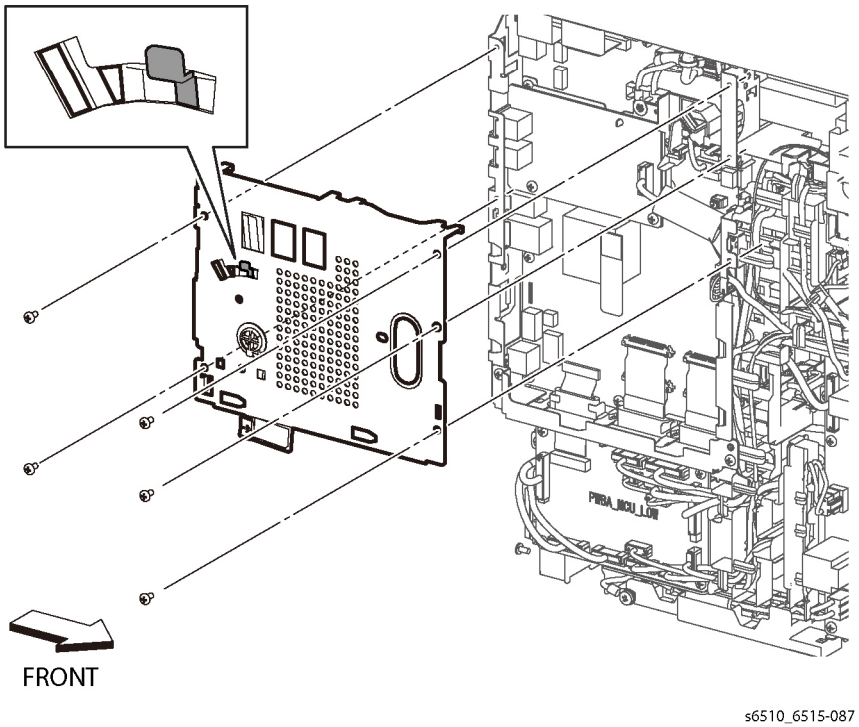

Figure 1 Remove the ESS Top Plate (MFP)
2. Refer to Figure 1 to remove the five screws (silver, M3x6mm), and remove the ESS Top Plate making sure to retain the WIFI Link with the plate.